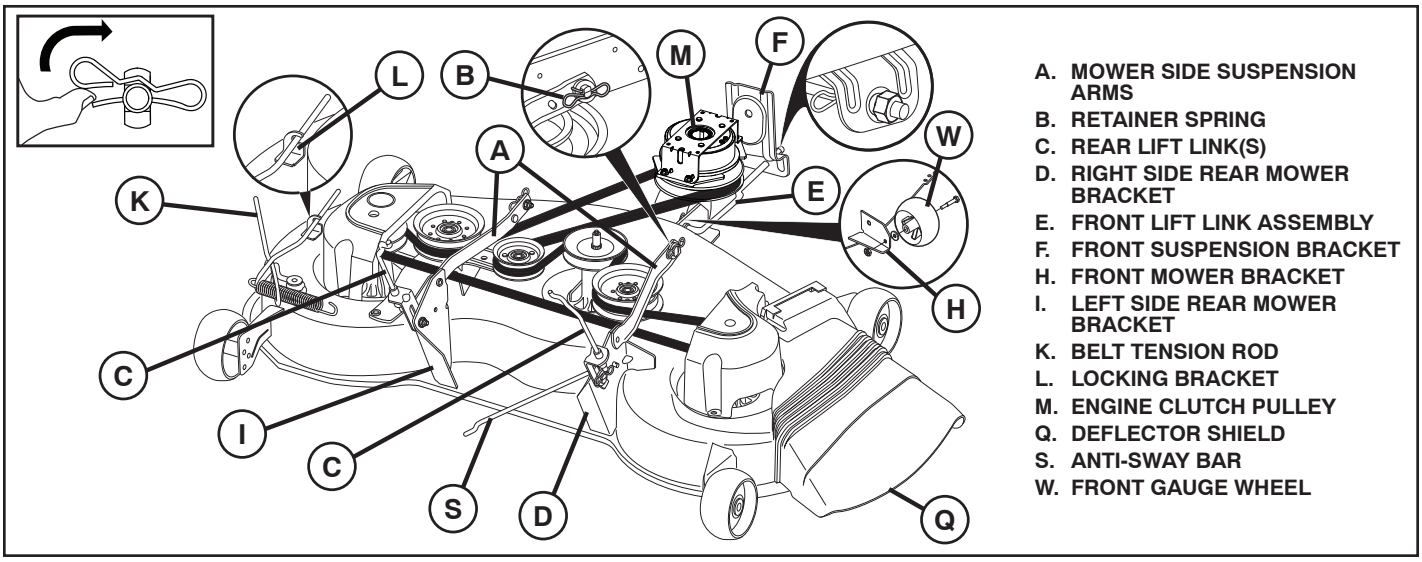

Fig. 21
TO REMOVE MOWER (See Fig. 21)
TO INSTALL MOWER (See Figs. 21 - 33)
1. **SET PARKING BRAKE LEVER AND LOWER ATTACHMENT LIFT LEVER (See Fig. 21 & 22)**
9 INSTALL BELT ON ENGINE CLUTCH PULLEY (M) (See Fig. 21 & 33)
- Disengage belt tension rod (K) from locking bracket (L).
- Install belt onto engine clutch pulley (M).